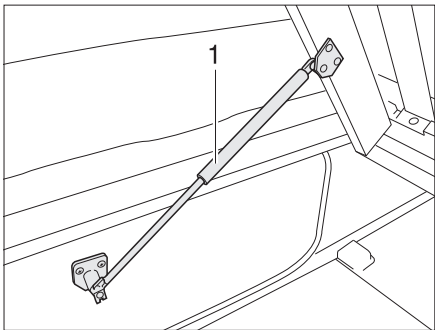

Fig. 63 Fixed bed
- Lift slatted frame. The gas-pressure springs (Fig. 63,1) hold the slatted frame open.